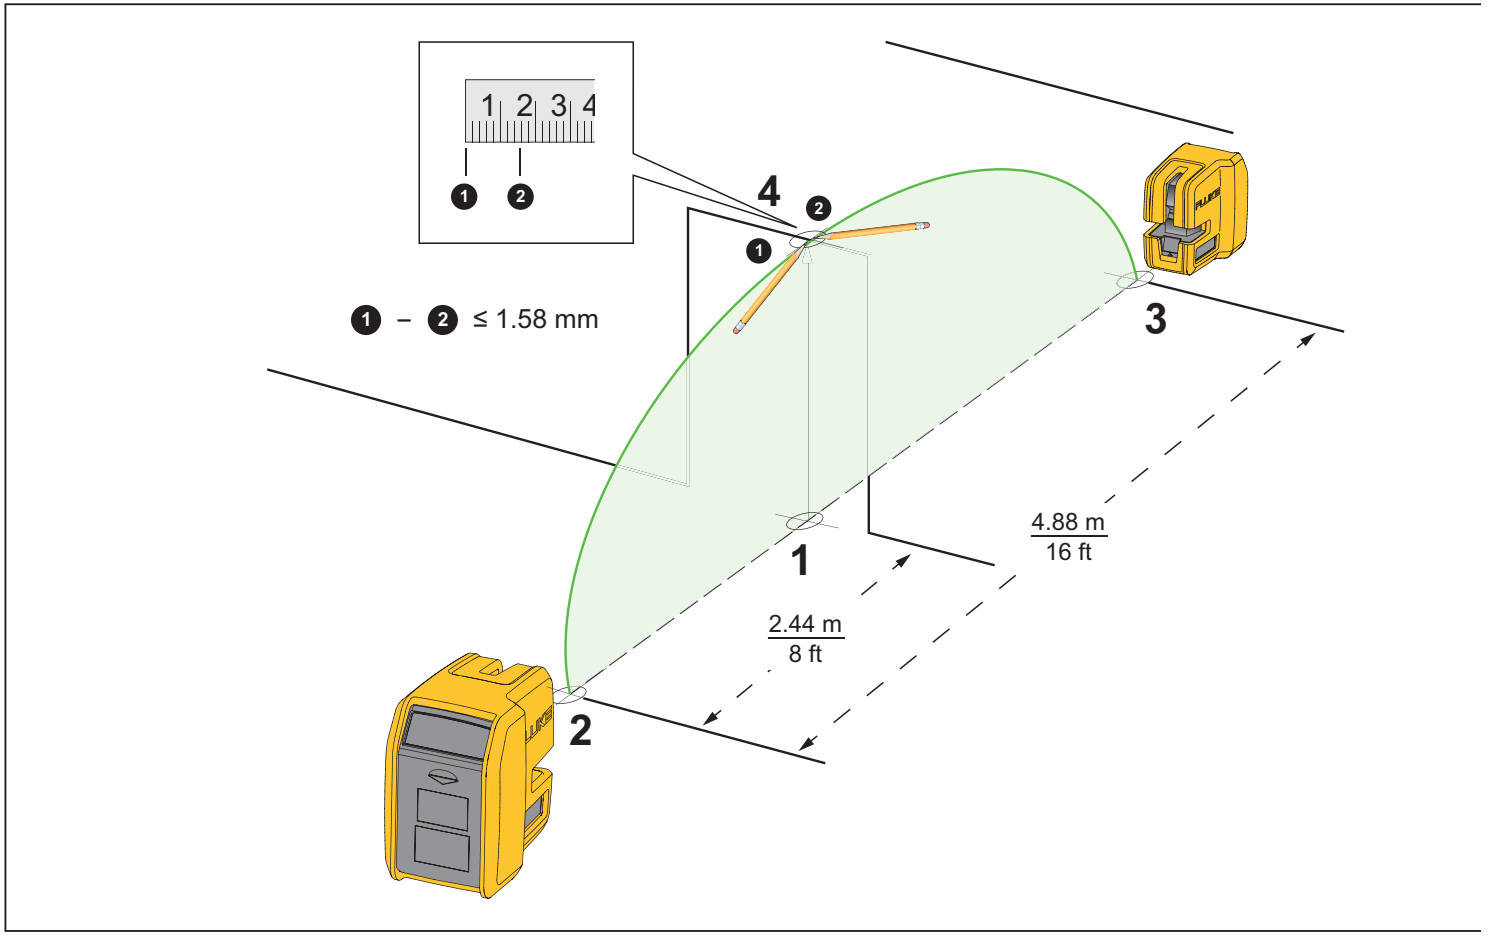

Figure 6. Vertical Laser Accuracy
2. Put a cross mark (mark **1**) on the floor centered on the door header. See Figure 6.
6. Put a cross mark ❶ on the door header above mark **1**.
8. Put another cross mark ❷ on the door header above mark **1**.